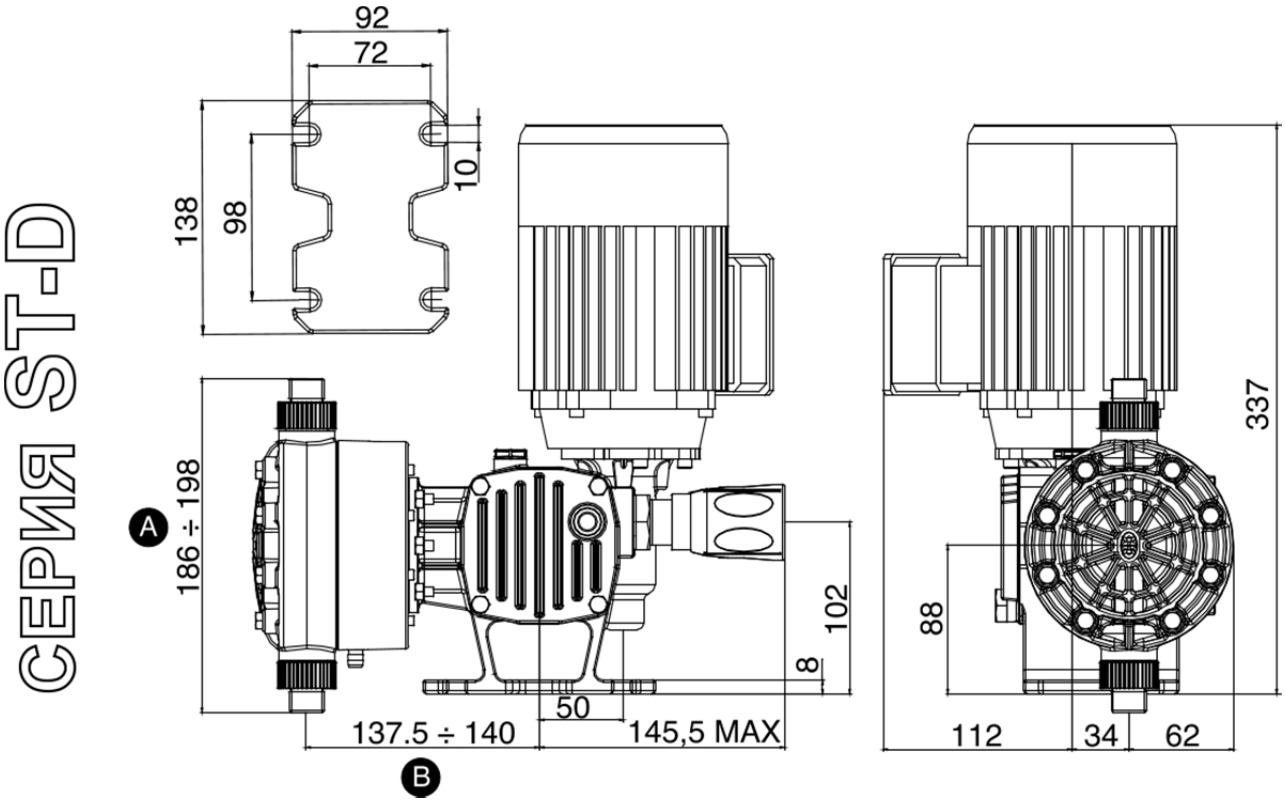

Рис.2 (размеры указаны в мм.)
- Зафиксируйте насос болтами, как показано на Рис. 2, 3, 4, 5, расположенными на основании насоса.